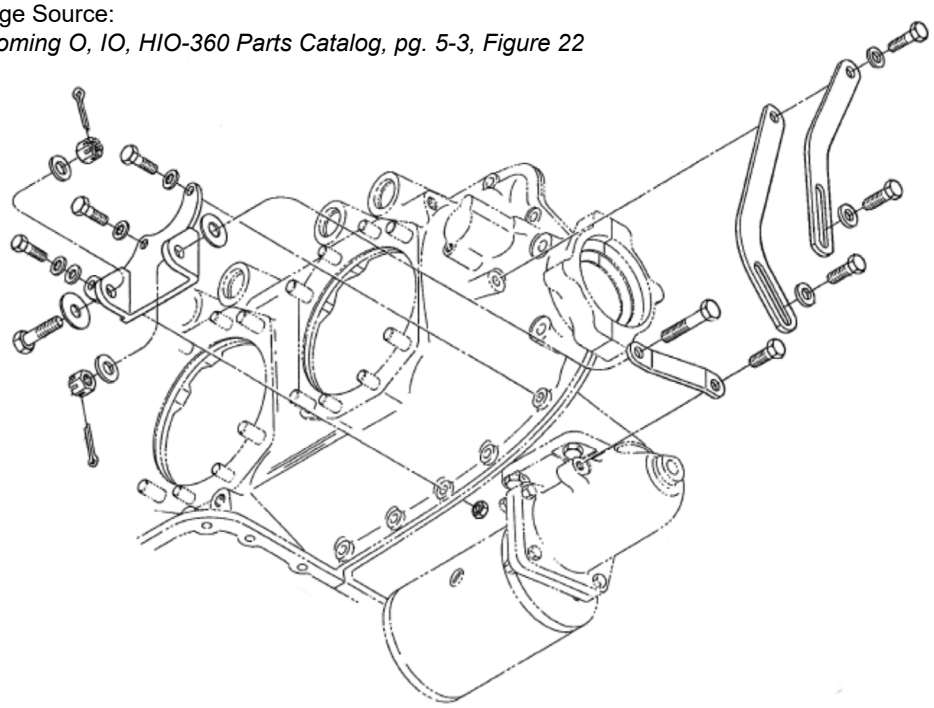
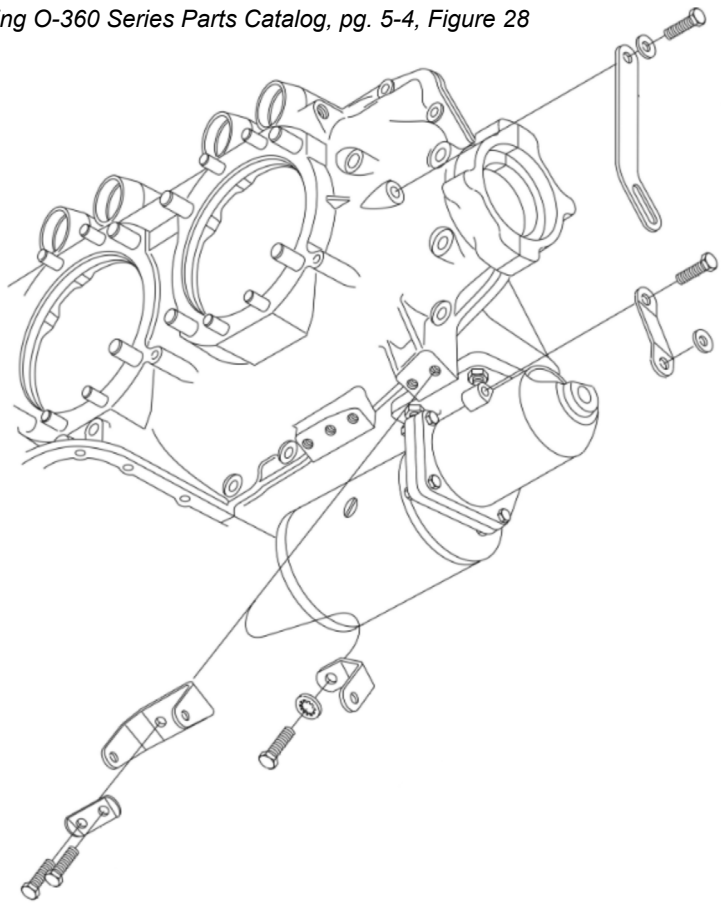

Fig. 1-3 - Alternator Case Mount
Fig. 1-4 - Alternator Boss Mount
A. Eligibility can be determined using the relevant AML or PMA supplement except in some cases where a Lycoming engine is installed. Lycoming engines changed the design of the crankcase and alternator mounting bracket in the 1960's; refer to Lycoming SL L220. The narrow deck cylinder engines use a "case mount" style bracket (Fig. 1-3) and the wide deck cylinder engines use a "boss mount" style bracket (Fig. 1-4). Because of this change, the same aircraft may use a different kit based on the mount style present.